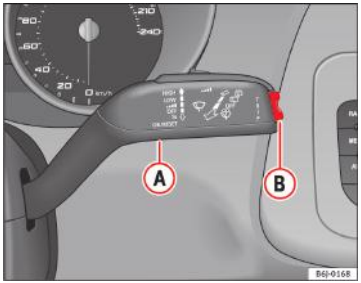

Fig. 34 Maneta ştergătoarelor de parbriz: butonul A şi comutatorul basculant B
– Când contactul este pus, apăsaţi scurt butonul ⇒ fig. 34 Ⓐ de pe maneta ştergătoarelor de parbriz pentru comutarea între cele două memorii.